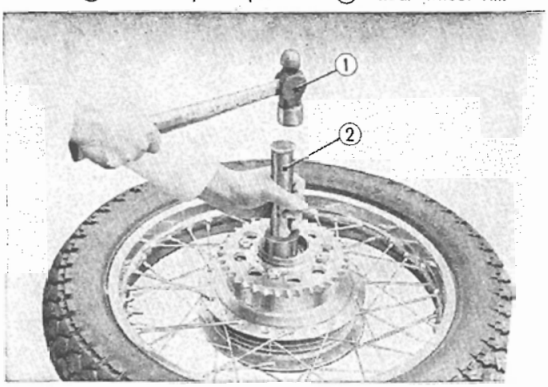

Fig. 4.100 Installing the bearing
① Rear wheel tire
② Wood spacer piece
③ Rear wheel rim
2. Grease the ball bearing and pack the rear wheel hub with grease. Insert the spacer and drive the bearing into place using a bearing installer. **(Fig. 4.100)**